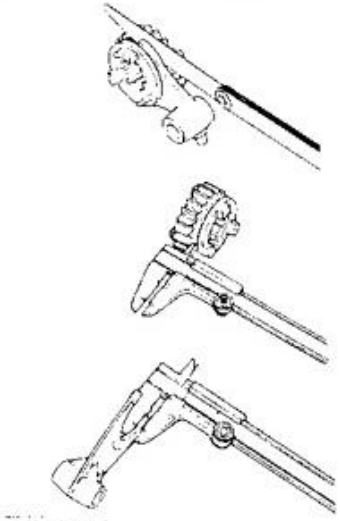

FIG. 3 BIS
- La largeur des gorges de fourchette (fig. 3 bis).